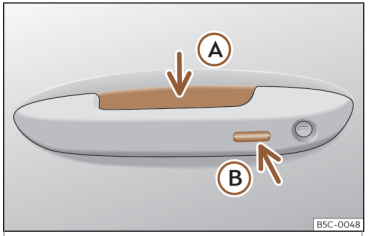

Fig. 78 Manecilla de la puerta: superficies sensoras
>>> fig. 78
- Empuñe la manecilla de una de las puertas delanteras. Al hacerlo se toca la superficie sensora››› **fig. 78** Ⓐ (flecha) de la manecilla y se desbloquea el vehículo.
- Toque *una vez* la superficie sensora de bloqueo››› **fig. 78** Ⓑ (flecha) de la manecilla de una de las puertas delanteras. La puerta »
- Toque *una vez* la superficie sensora ››› fig. 78 Ⓑ (flecha) de la manecilla de una de las puertas delanteras. El vehículo se bloquea con el sistema de seguridad "Safe" ››› pág. 110. La puerta cuya manecilla se acciona deberá estar cerrada.
- Toque *dos veces* la superficie sensora ››› fig. 78 Ⓑ (flecha) de la manecilla de una de las puertas delanteras para bloquear el vehículo sin activar el sistema de seguridad "Safe" ››› pág. 110 .
- Pulse el botón de cierre 🔒 del mando a distancia y toque una vez, dentro de los 5 segundos siguientes, la superficie sensora de bloqueo de la manecilla de la puerta del conductor››› fig. 78 Ⓑ. No agarre la manecilla de la puerta, de lo contrario el vehículo no se bloqueará. También es posible llevar a cabo la desactivación si se bloquea el vehículo a través de la cerradura de la puerta del conductor.
Para **cerrar con la función de confort** todas las ventanillas eléctricas y el techo de cristal, mantenga un dedo durante unos segundos sobre la superficie sensora de bloqueo ››› fig. 78 Ⓑ (flecha) de la manecilla de la puerta hasta que se hayan cerrado las ventanillas y el techo.
Las superficies sensoras de las manecillas de las puertas podrían activarse al recibir un chorro de agua o de vapor a gran presión en el caso de que hubiera alguna llave del vehículo válida en la zona próxima. Si al menos una de las ventanillas con elevalunas eléctrico está abierta y se activa la superficie sensora››› fig. 78 Ⓑ (flecha) de una de las manecillas de forma permanente, se cerrarán todas las ventanillas.
- **O BIEN**: toque *dos veces* la superficie sensora situada en la parte exterior de la manecilla de la puerta››› **fig. 78** Ⓑ.